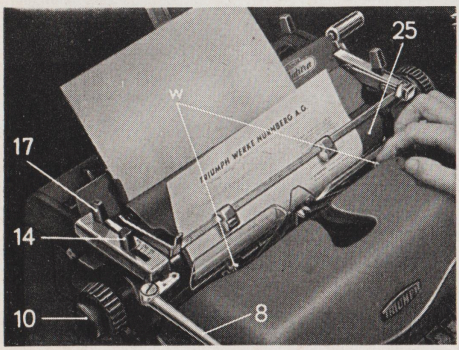

Abb. 11
Bei Korrekturen drehe man den eingespannten Bogen so weit nach oben, bis die Fehlerstelle auf dem Papierableiter (16) zu liegen kommt. Erfolgt eine Korrektur am unteren Rand des Bogens, so klappt man durch Druck auf die Hebel (w) die Zeilenrichter (13) nach vorn, um bequem an die zu radierende Stelle herankommen zu können (Abb. 11). Den Wagen verschiebe man stets so weit wie möglich nach links oder rechts, damit kein Radierstaub in die Maschine fallen kann.